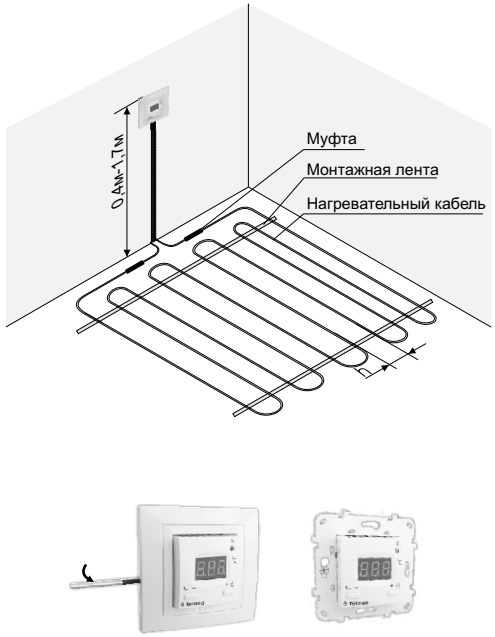

Рисунок 1. Монтаж терморегулятора и системы теплый пол
- закрепить терморегулятор в монтажной коробке. Для чего снять лицевую рамку поддев с боку отверткой, вставленной в паз (рис.1), поместить терморегулятор в монтажную коробку и закрутить монтажные винты. Клеммы терморегулятора рассчитаны на провод с сечением не более 2,5 мм.кв.. Для уменьшения механической нагрузки на клеммы желательно использовать мягкий провод, например, провод типа ПВС. Провода затягиваются в клеммах при помощи отвертки с шириной жала не более 3 мм. Отвертка с жалом шириной более 3 мм может нанести механические повреждения клеммам. Это может повлечь потерю права на гарантийное обслуживание.